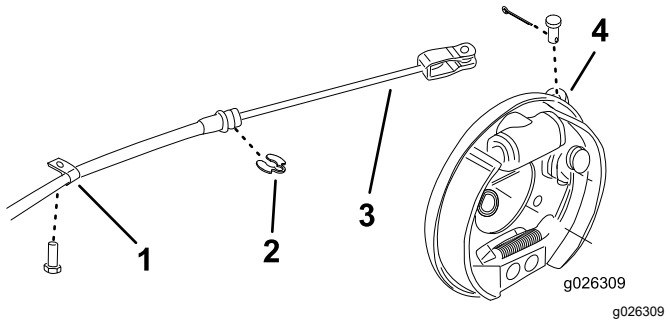

図 2
2. 駐車ブレーキのケーブル後輪用ブレーキレバーに固定しているコッターピンとクレビスピンを取る図 2。
3. ブレーキケーブルをフレームに固定している R クランプと C クリップを外す図 2。